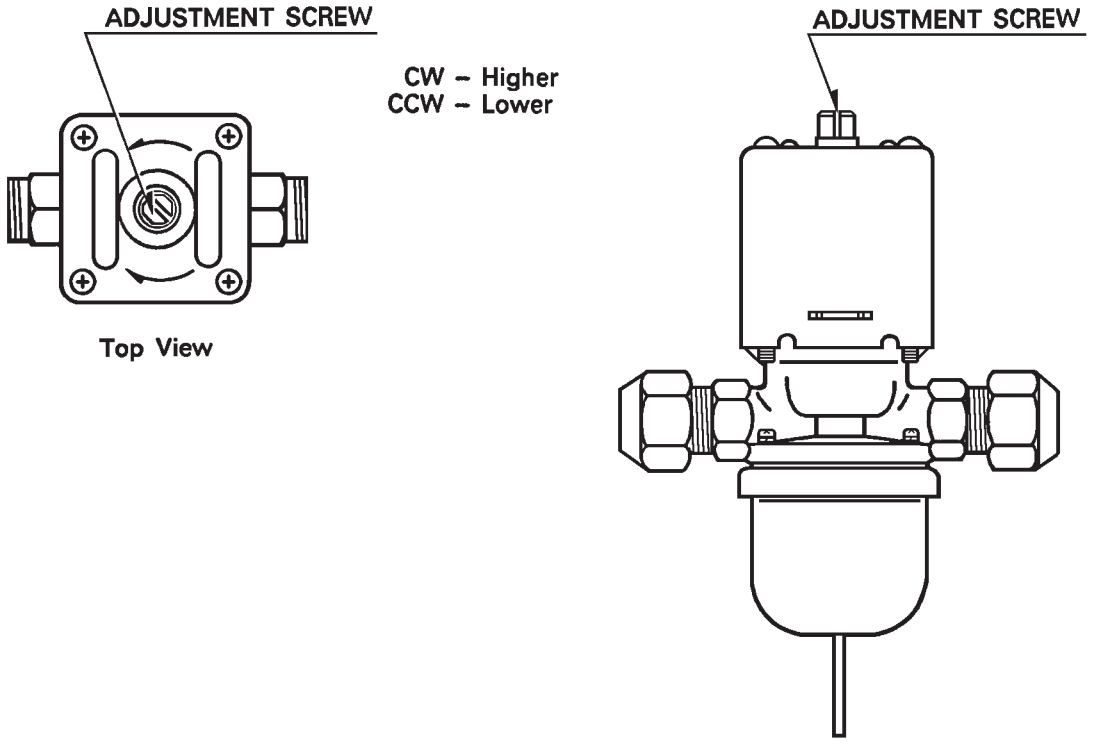

Fig. 22
2) Five minutes after a freeze cycle starts, confirm that the thermometer reads 104°F to 115°F (40°C to 46°C). If it does not, rotate the adjustment screw by using a flat blade screwdriver until the temperature is in the proper range. See Fig. 22. Next, check that the reference pressure is in the range indicated in the Head Pressure table. See “VIII. B. Performance Data”. If it is not in the proper range, verify the refrigerant charge.